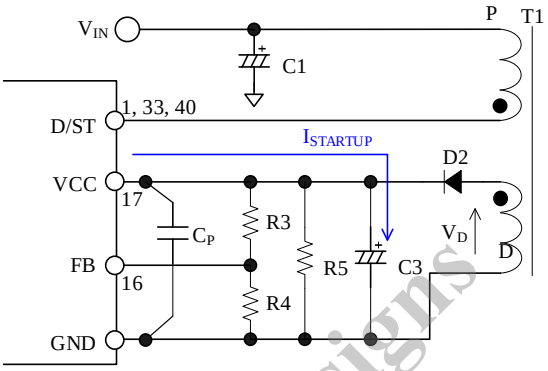

Figure 9-2. VCC Pin Peripheral Circuit
The IC incorporates the startup circuit. The circuit is connected to the D/ST pin. When the power supply voltage, V_{IN}, is applied, the internal startup circuit is activated. Then, the constant current, $I_{STARTUP}$ = 2.5 mA, charges electrolytic capacitor, C3, connected to the VCC pin. When the VCC pin voltage increases to $V_{CC(ON)}$ = 15.3 V, the control circuit starts operation. After the IC starts switching operation, the VCC pin voltage is the rectified auxiliary winding voltage, V_D, as shown in Figure 9-2.
When the voltage is detected by the auxiliary winding as shown in Figure 9-2, adjust the winding turns of D so that the VCC pin voltage becomes in the range of Equation (2).